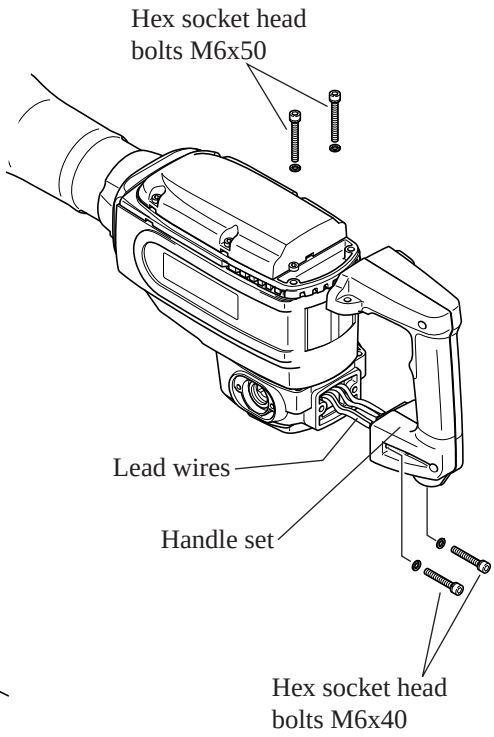

Fig. 9
(3) Mount handle set. Fasten it with hex socket head bolts M6x50 and hex socket head bolts M6x40. See Fig. 9. Be careful, not to pinch lead wires with handle set in this step.